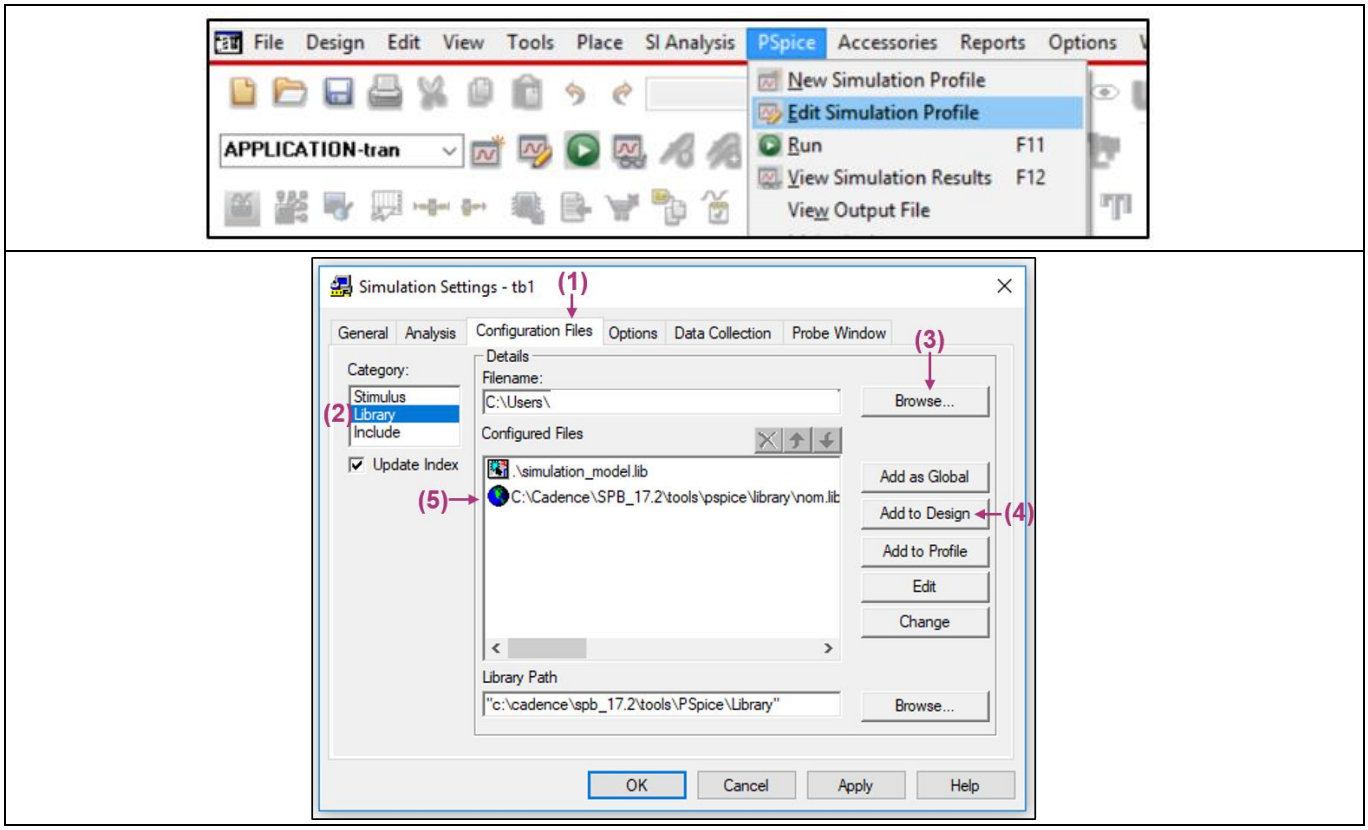

Figure 4 Import .lib file
Figure 4 describes the following steps. From **PSpice** menu choose **Edit Simulation Profile**. Once the **Simulation Settings** window pops up navigate to the **Configuration Files** (1) tab. Under **Category** select **Library** (2). Click **Browse** (3) next to the **Filename** location bar and select the model ***.lib** file. After validating the selection, choose one of the three modes of library assignment (4):
*Note: If the "nom" library is not automatically listed in the simulation profile, it must be added from: **C:\Cadence\SPB_17.2\tools\Pspice\Library\nom.lib** (5).*